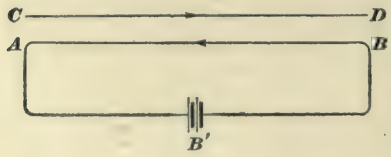

FIG. 17.
**22. Mutual Induction.**—In the case of simple induction, the wire is the moving agent, and does the cutting of the lines of force, thereby setting up an E. M. F. It is also a fact that if a line of force cuts a wire, an E. M. F. is set up in the wire, and if the wire is a part of a closed circuit, this E. M. F. starts a current flow. In this case, the line of force is the moving agent and does the cutting. As the cutting is merely a matter of relation, it makes no difference, so far as principle is concerned, which member does the moving—hence the cutting. When a current begins to flow in a wire, the wire becomes the center of a magnetic field set up by the current; that is, the current sends out circular lines of force on all sides; and the stronger the current, the greater in number, the more far-reaching, and the closer together will the lines of force be. Those near the wire are closer together than the removed ones. When these lines of force spread out, they cut anything lying in their way, and if this obstacle is a copper wire or other conductor, it becomes the seat of an E. M. F., which, if the wire is part of a closed circuit, sets up a current in it. This current is said to be an *induced* current, being caused by the cutting of lines of force, and it, in its turn, sends out lines of force of its own, which, in cutting the first wire, called the *primary*, set up in it an E. M. F. opposed to its own. The E. M. F. in the first wire *A B*, Fig. 17, is called the *primary E. M. F.*; that in wire *C D*, forming part of the secondary circuit, is called the *secondary E. M. F.* When the primary circuit is opened and the